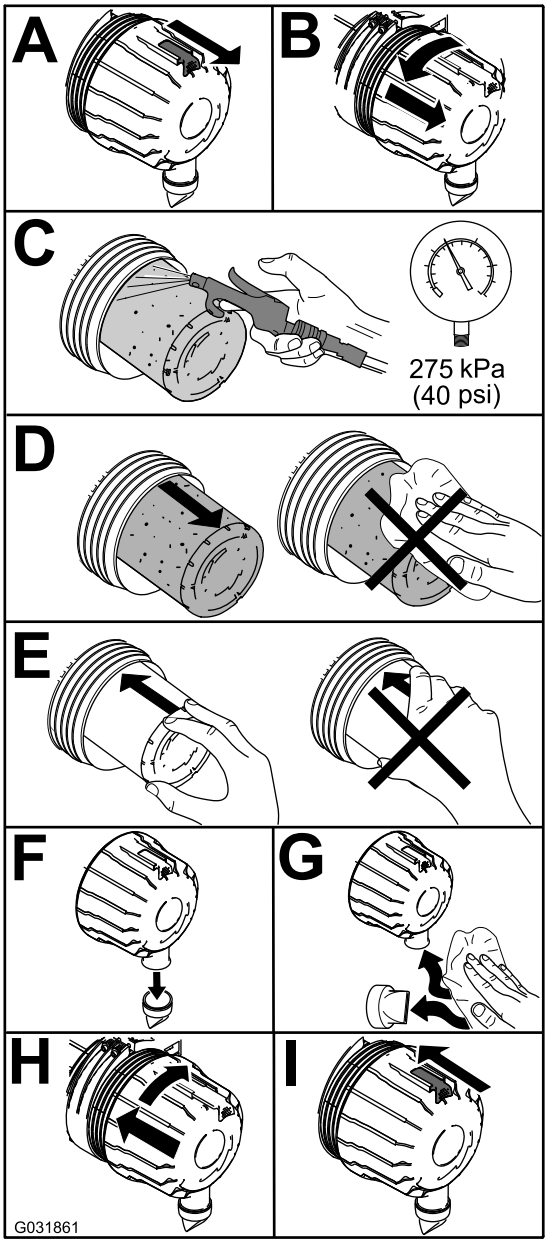

Figur 46
1. Udskift luftfilteret (Figur 46).